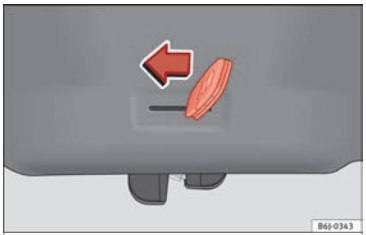

Rys. 7 Ręczne odblokowanie pokrywy bagażnika.
- Włożyć kluczyk w otwór i odblokować system ryglowania, przesuwając kluczyk od prawej do lewej, zgodnie z kierunkiem strzałki ››› **rys. 7**.